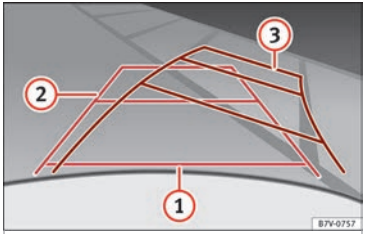

Afb. 216 Display: oriëntatielijnen van parkeerruimte achter wagen.
Betekenis van op scherm geprojecteerde oriëntatielijnen ››› **afb. 216**. Alle lengtes van de oriëntatielijnen gebruiken als referentiepunt een wagen die op een horizontaal oppervlak staat.
- Rijd langzaam achteruit en draai het stuurwiel zodanig dat de gele oriëntatielijnen u naar de open ruimte leiden ››› **afb. 216** 3.